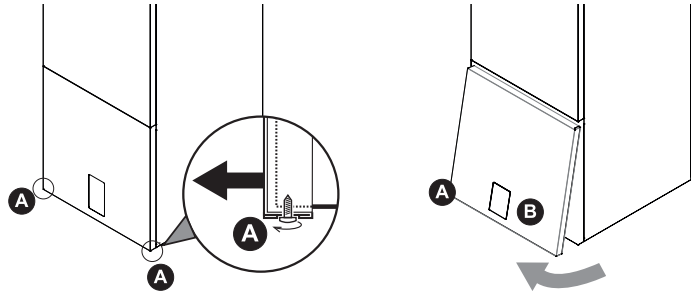

fig. 16 - demontare panou frontal
- Deșurubați parțial șuruburile A (consultați „fig. 16 - demontare panou frontal”).
- Scoateți panoul B și desprindeți-l din elementele de fixare din partea de sus (consultați „fig. 16 - demontare panou frontal”).